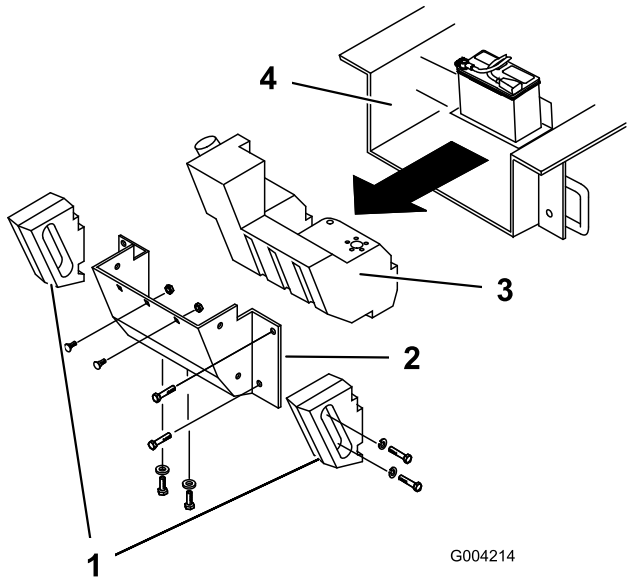

**Figuur 61**
Open de motorkap en inspecteer regelmatig het gebied onder de motor met behulp van een zaklamp. Als de laag vuil 2,5 tot 5 cm dik is, voltooi dan de volgende procedure (raadpleeg Figuur 61 tijdens deze procedure):
4. Verwijder de bouten, ringen en borgringen waarmee de 2 zijgewichten zijn bevestigd en verwijder de gewichten (Figuur 61).
7. Verwijder de 6 moeren en bouten waarmee het achterpaneel is bevestigd en verwijder het paneel (Figuur 61).
9. Schuif de brandstoftank naar achteren (Figuur 61).
16. Schuif de brandstoftank gedeeltelijk in het chassis (Figuur 61).
22. Plaats het achterpaneel terug en bevestig het met de 6 bouten en moeren die u eerder hebt verwijderd (Figuur 61).
24. Monteer de zijgewichten met de bouten, ringen en borgringen die u eerder hebt verwijderd (Figuur 61).